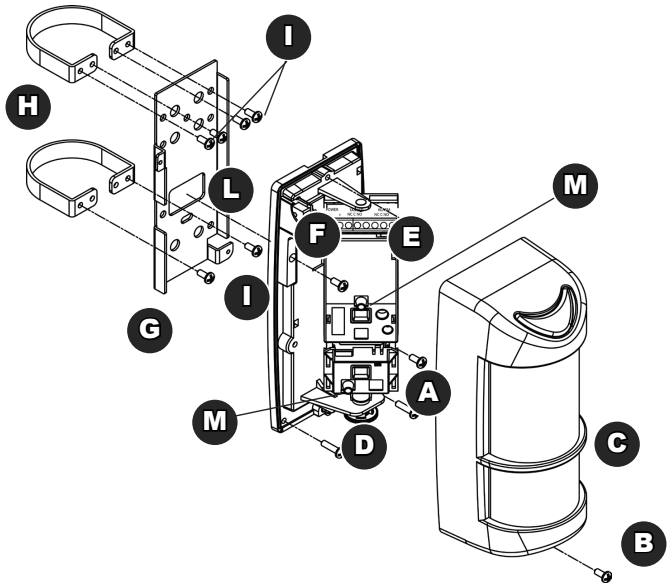
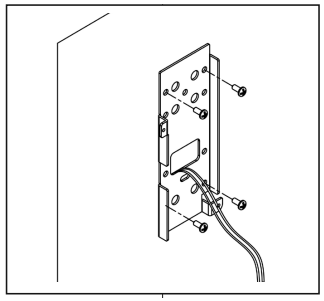

Fig. 2
Fig. 4
- Svitare la vite **B** (fig. 2) e levare il coperchio con lente
- Fissare l'unità rilevatore ad innesto (vedi fig. 6) sulla staffa ed avvitare le due viti **A** (fig. 2), avendo cura di passare il cavo dei collegamenti come riportato nelle fig. 4 e 5.
- Effettuare le regolazioni del rilevatore agendo sul pomello di regolazione del PIR 2 (inferiore),Applicare il coperchio con lente fissandolo con la vite **B** (fig. 2).
- Screw up the detector (see fig. 6) on the support using the 2 provided screws **A** (fig. 2) passing through the connection cable as shown in the figures 4 and 5.